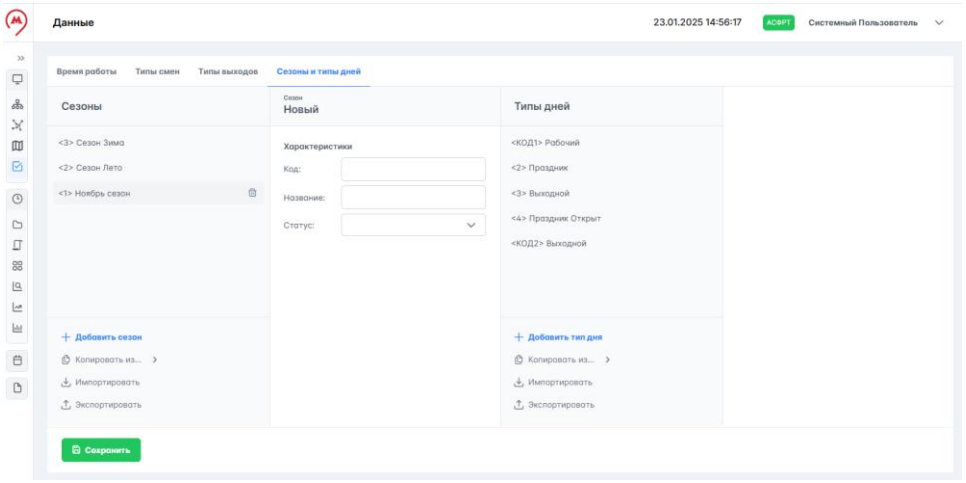

Рисунок 136 – Удаление сезона
1. Навести курсор мыши на требуемый сезон в списке на панели управления сезонами, в строке сезона отобразится управляющий символ (рисунок 136).